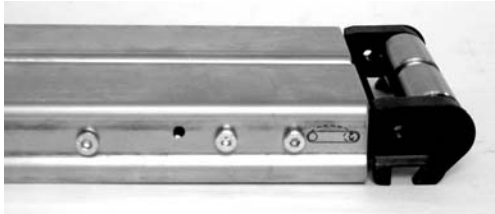

Figure 5
2. Compress tension end (Figure 5). Refer to steps 6 and 7 under the "Belt Removal for Conveyor Without Gearmotor Mounting Package or Stands" on page 9.